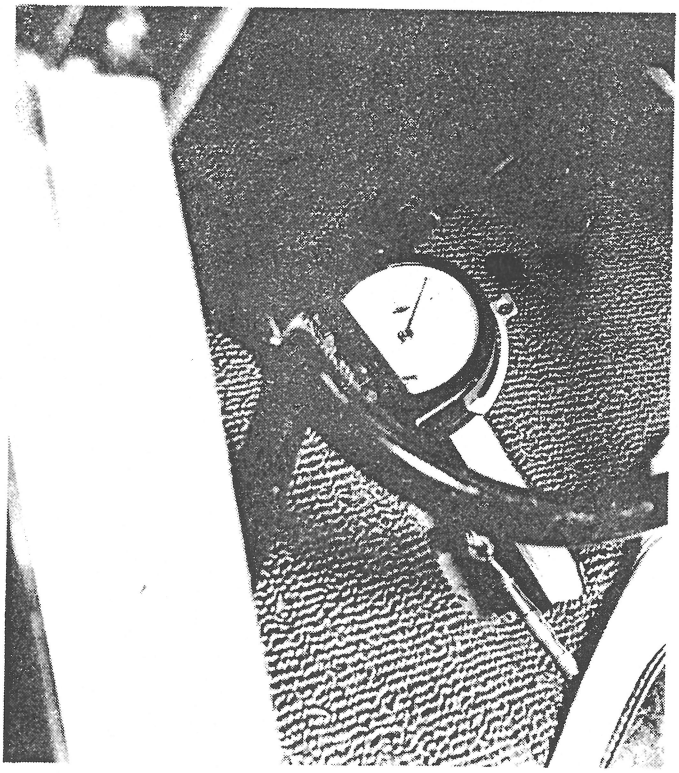

FIGURE 5-8.
b. With elevator in neutral, draw turnbuckles evenly tight to give proper tension (See Figure 5-8 and Table 5-1).